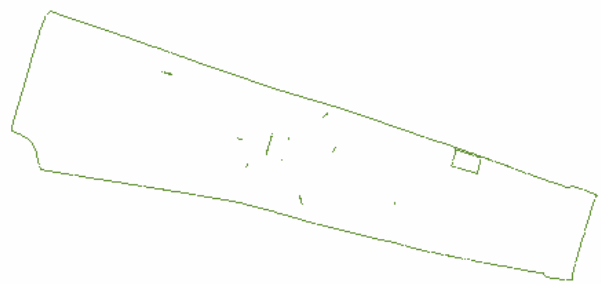

*Figure 16. Visualization of the mesh generation using the option **Mesh→View mesh boundary**.*
2. After generating the mesh, select **Mesh→View mesh boundary**. This will result in the image pictured in Figure 16.